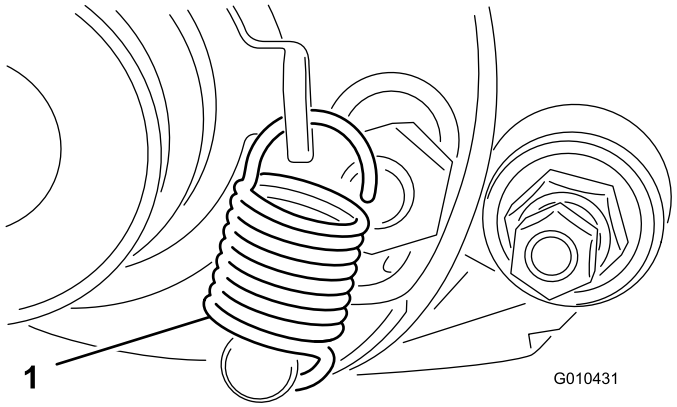

Figur 17
1. Roter lederullen til du kan hekte strekkfjæren inn i hullet på lederullbraketten og inn på tappen som vist i Figur 17.